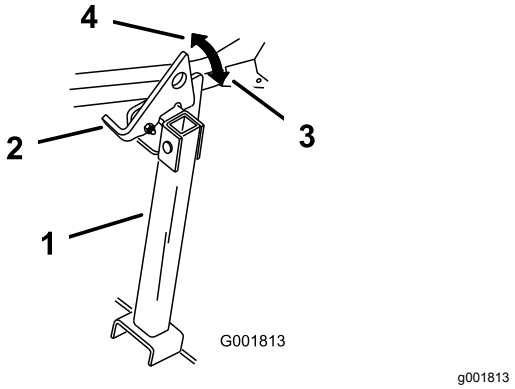

Figur 45
2. Hev spaken til ulåst stilling (Figur 45).